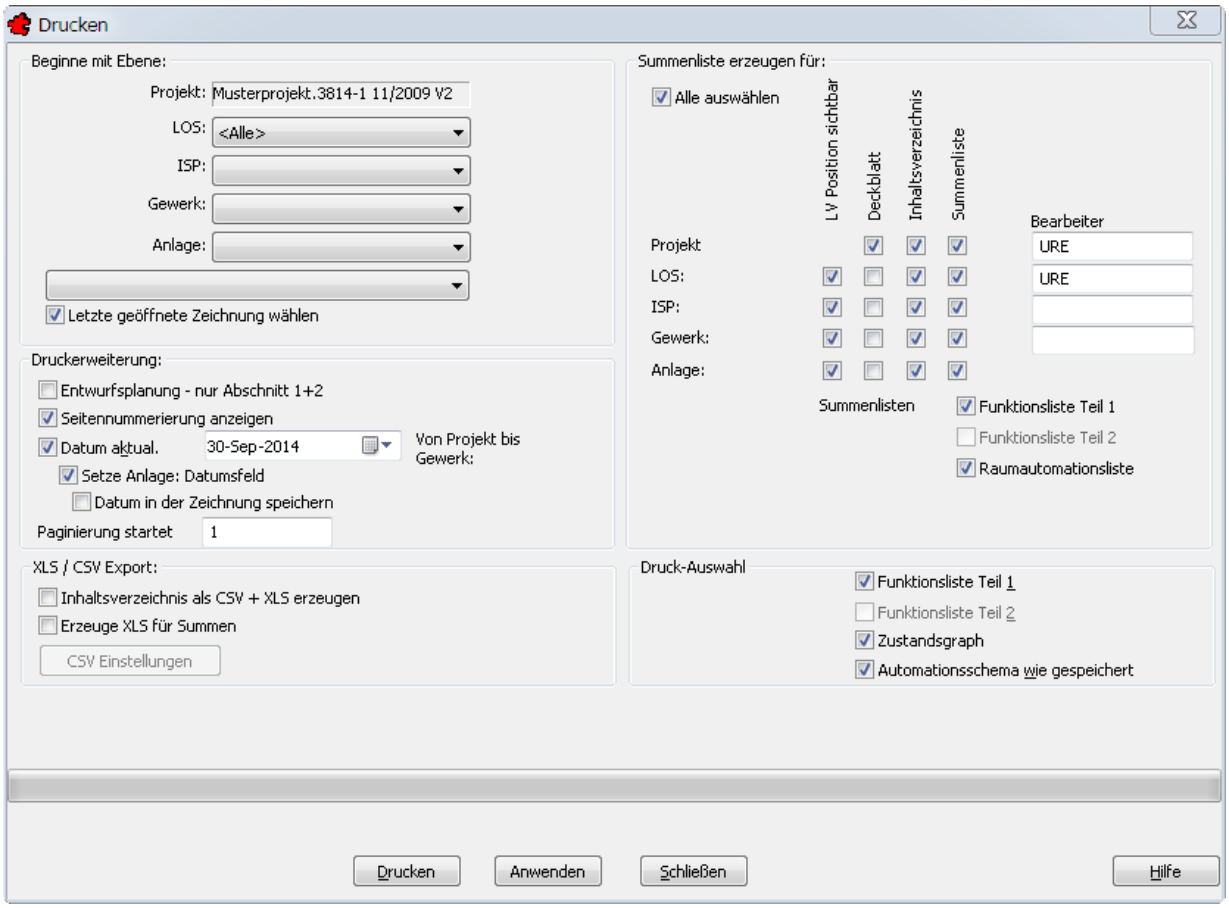

Bild 21.4 – Die Dialogbox *Drucken*
- Klicken Sie auf die Schaltfläche *Drucken*. Die gleichnamige Dialogbox erscheint (Abb. 21.4).